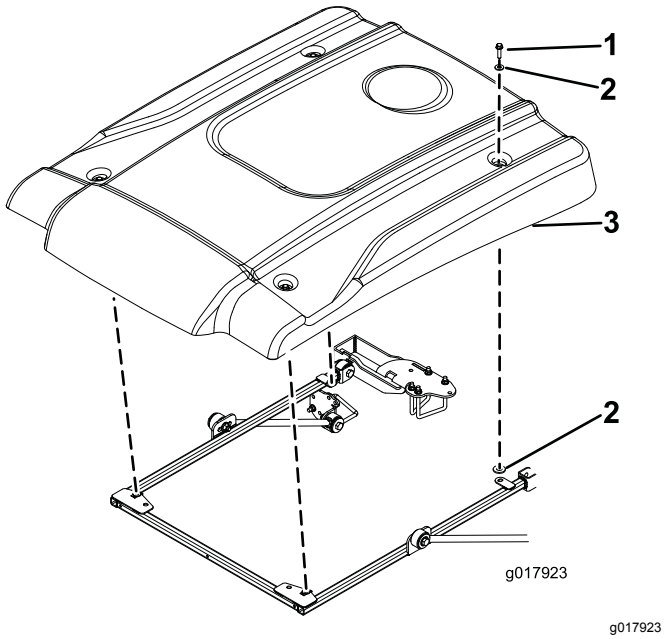

Figur 4
11. Når du justerer monteringshullerne, skal du anbringe solskærmen på rammen som vist i Figur 4.
12. Fastgør hvert hjørne af solskærmen løst på rammen med en flangehovedbolt (5/16 x 1-1/4 tommer) og 2 små spændeskiver (Figur 4).